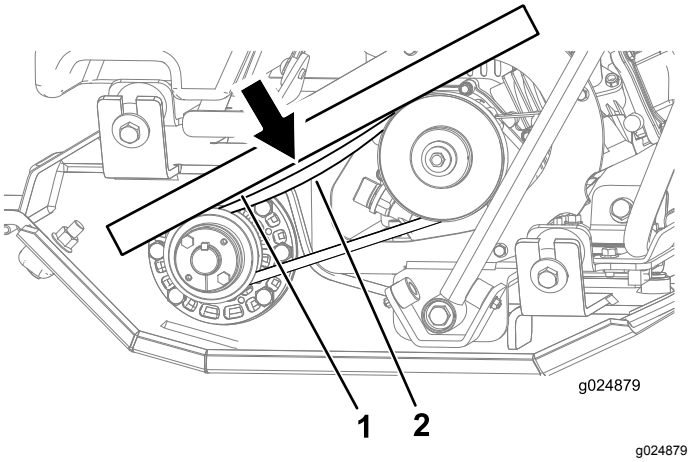

**Figure 26**
1. Lay a straight edge on the belt and across the pulleys (Figure 26).
2. With a force gauge, push down on the belt, midway between the pulleys (Figure 26).
**Note:** The belt should deflect 7.6 mm (0.3 inch) from the straight edge when pushing down on the belt with 1.4 to 2.3 kg (3 to 5 lb) of force (Figure 26).